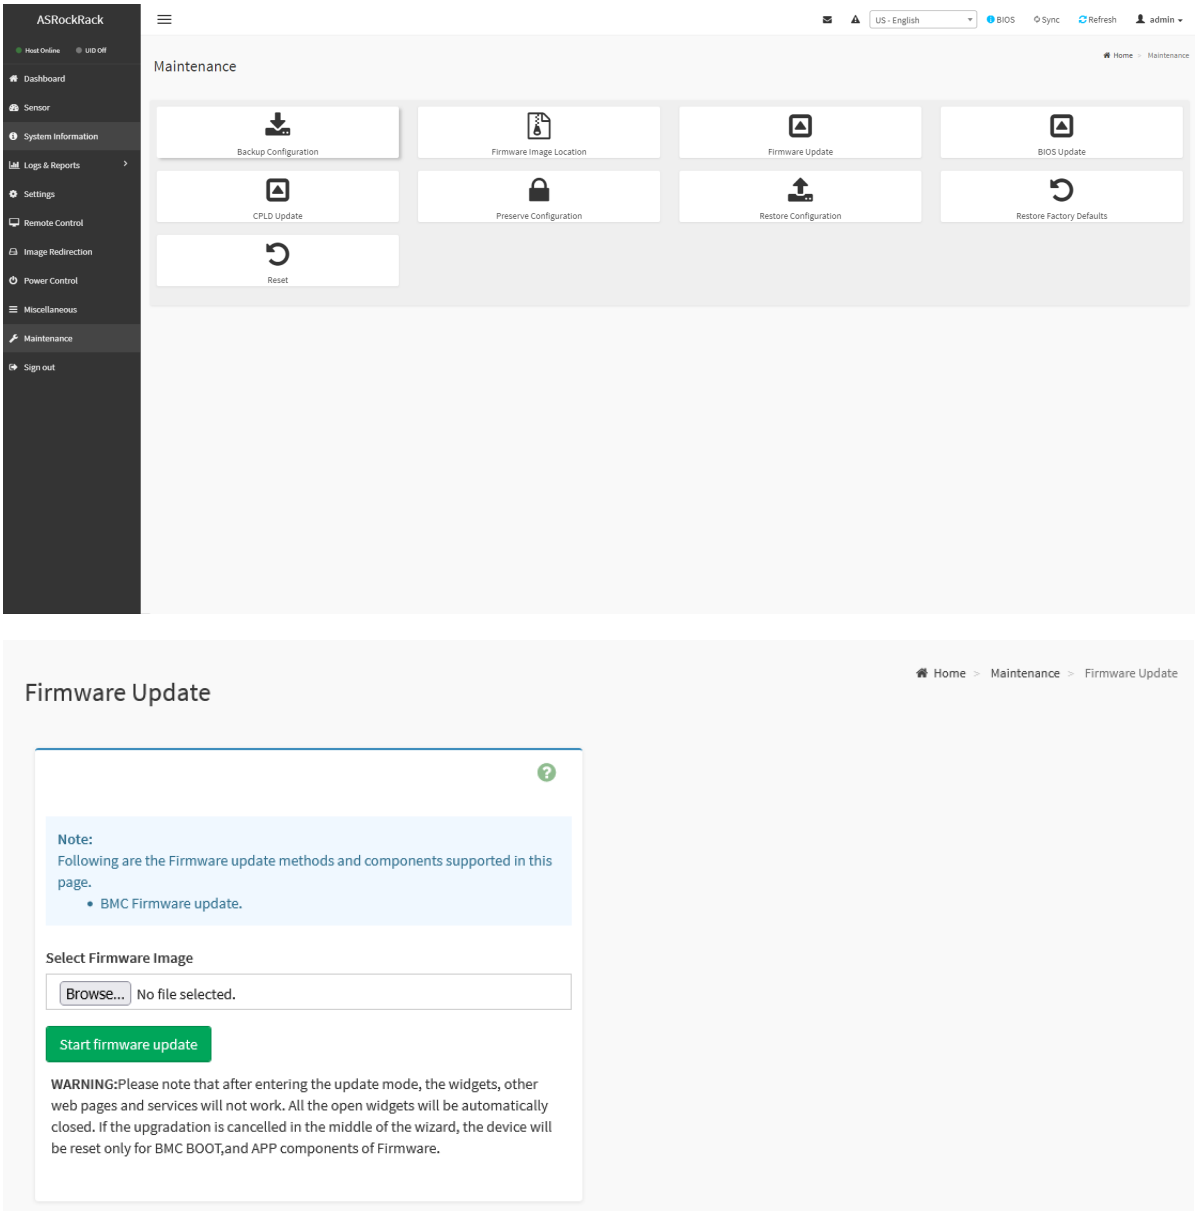

Рис. 126. Меню Firmware update
2) Пройдите во вкладку «Maintenance» → «Firmware update». Окно показано на рис. 126 Меню Firmware update